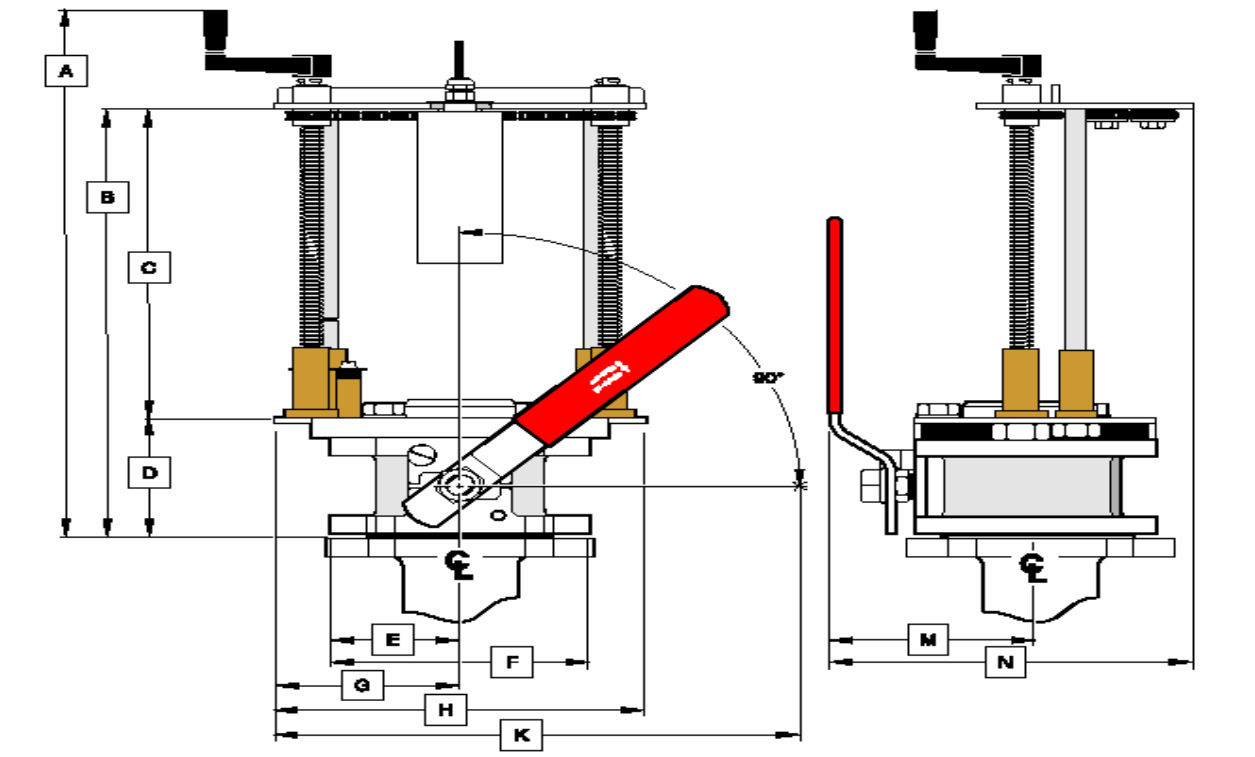

图9 In-line部件尺寸图
- 如果传感器总是在液位以下，最好安装在水平管段上。通常在管道顶端90度方向上，禁止在管道顶端或底部。（参见图9）
1. 根据安装指导选择合适位置，部件尺寸参见图9。